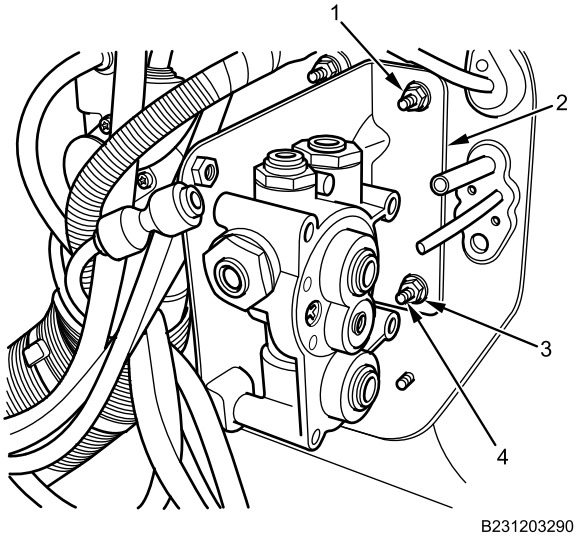

Figure 10. Tractor Protection Valve and Bracket.
1. Install tractor protection valve bracket (Figure 10, Item 2) and tractor protection valve bracket nuts (Figure 10, Item 1 and 3) on driver control mounting bracket studs (Figure 10, Item 4). Tighten nuts (Figure 10, Item 3) securely.